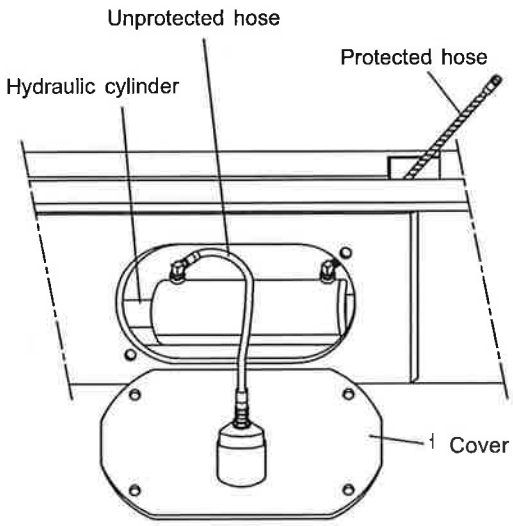

fig. 1
9.4. Position the unprotected hose on the cover fitting and tighten it manually (Fig. 1). Make sure that the hose swivel fitting is perfectly centralized as related to the "jic" on the cover fitting.